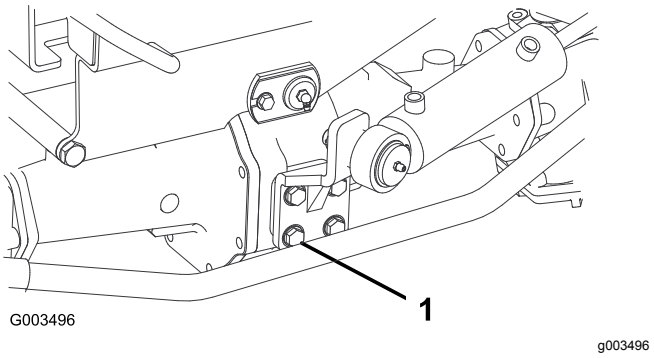

Figur 64
2. Trekk til de fire boltene for styresylinderfestet (Figur 64) med et moment på 65–81 N·m.